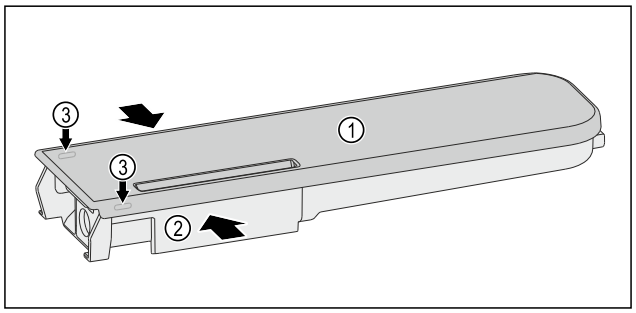

Fig. 125
▶ Push the water tanks *Fig. 125 (2)* together, leverage the cover *Fig. 125 (1)* carefully over the latching tabs *Fig. 125 (3)* and lift it up.
▶ Move the cover *Fig. 125 (1)* slightly forwards and back, and remove to the top.